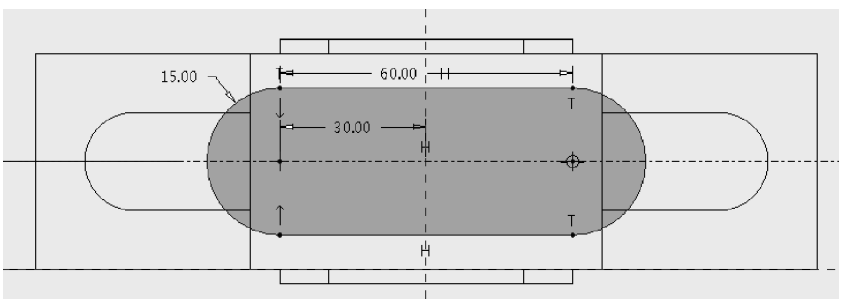

图 3-27　固定连接基体的截面图形
(1) 在功能区的【模型】选项卡的【形状】组中单击【拉伸】按钮，打开【拉伸】操控面板。
(2) 在【拉伸】操控面板中使用默认的【拉伸为实体】按钮，用于生成实体特征。
(3) 在【拉伸】操控面板的【放置】选项卡中单击【定义】按钮，在弹出的【草绘】对话框中单击 使用先前的 按钮，然后单击【草绘】对话框中的【草绘】按钮，进入草绘状态。
(4) 绘制如图 3-27 所示的图形，作为拉伸特征的截面图形。